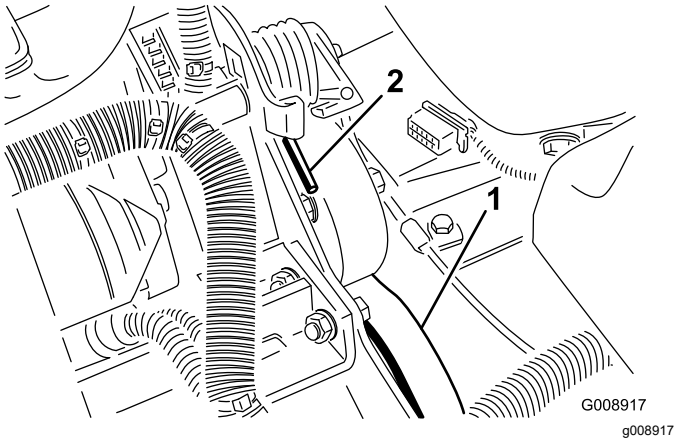

Figuur 72
2. Druk het uiteinde van de veer omlaag en naar voren (Figuur 72) om deze los te maken van de beugel en de veerspanning op te heffen.